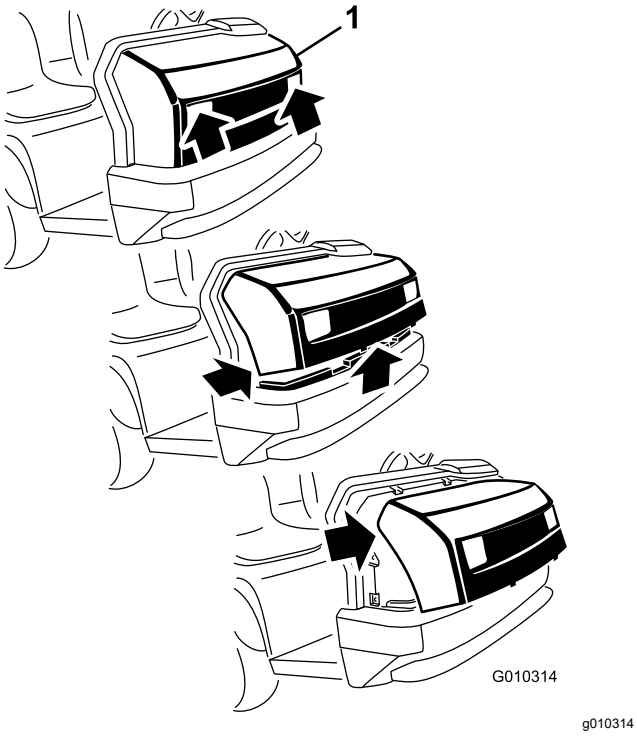

Figur 39
1. Fatta tag i strålkastaröppningarna på motorhuven och lyft huven uppåt så att de nedre monteringstapparna lossnar från ramspåren (Figur 39).
2. Sväng huvens nedre del uppåt tills de övre monteringstapparna kan dras ut från ramspåren (Figur 39).
3. Sväng huvens övre del framåt och koppla loss ledningskontakterna från strålkastarna (Figur 39).